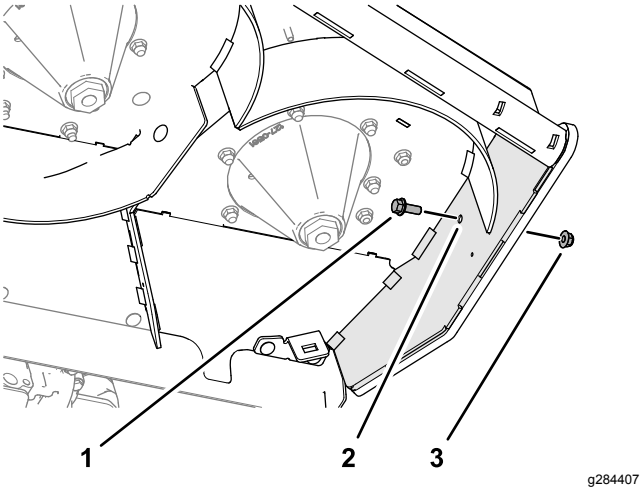

Figure 42
2. Install a flange-head capscrew (3/8 x 1 inch) into the 10 mm (3/8 inch) holes in the mower deck (Figure 42) and secure the capscrews with the flange locknut (3/8 inch) that you removed in step 1.